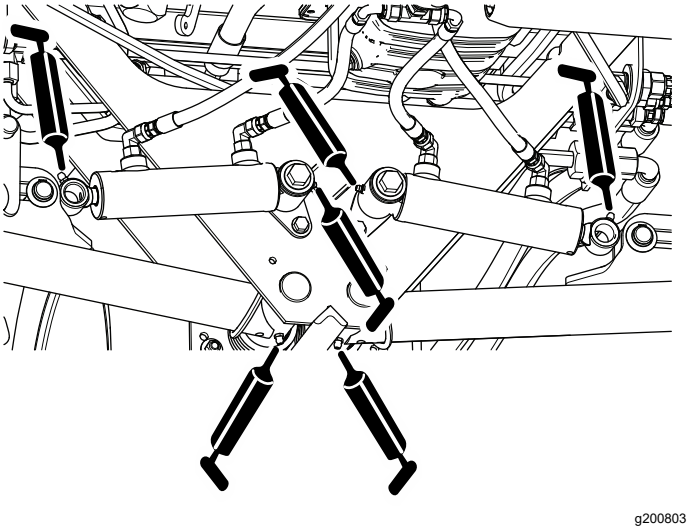

Figur 58
- Bakre lyftarmstappar och lyftcylindrar (tre per sida), se Figur 58.